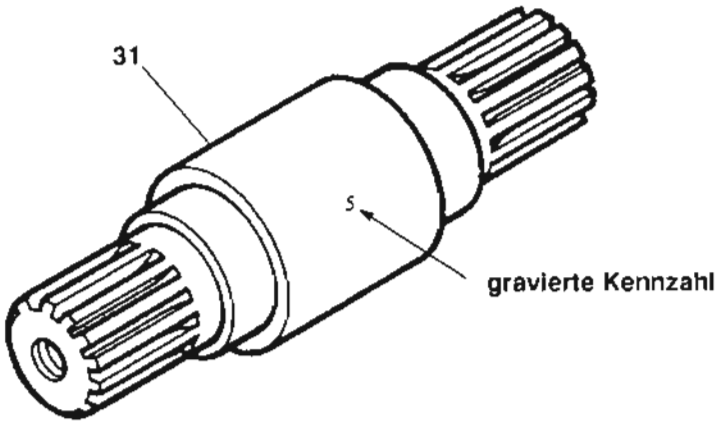

Abb. 21
- Auf der ursprünglich eingebauen Welle mit Verzahnung (Pos. 31), die auf dem mittleren Teil gravierte Kennzahl (Abb. 21) ablesen (Beispiel : Kennzahl 5).